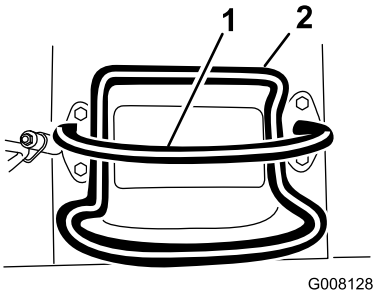

Figur 5
- Släpp drivreglaget för att stoppa drivningen (Figur 5).